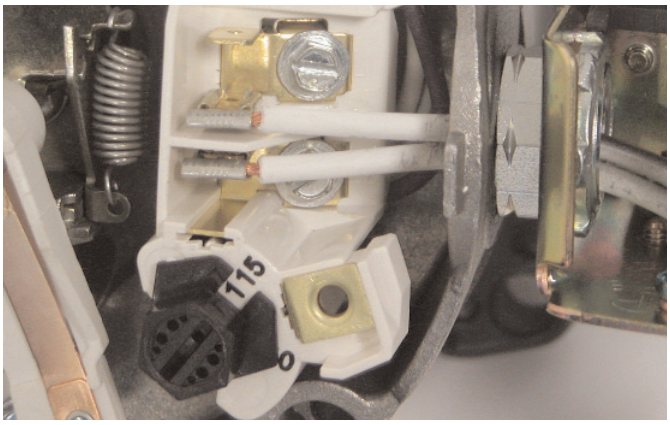

Figura 15: Tensión configurada para 115 voltios, tipo cuadrante.
2. Gire el cuadrante hacia la izquierda hasta que aparezca 115 en la ventana del cuadrante según se ilustra en la figura 15.